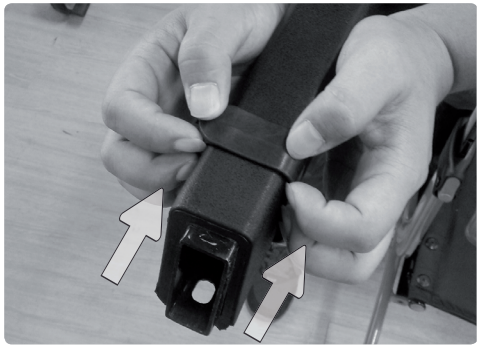

Abb. 10
5.2. Nun können Sie der Rückenbarriere die Taschenhaken überstreifen, indem Sie sie mit beiden Händen an die gewünschte Position (in der Mitte der Rückenbarriere) rutschen (Abb. 10).